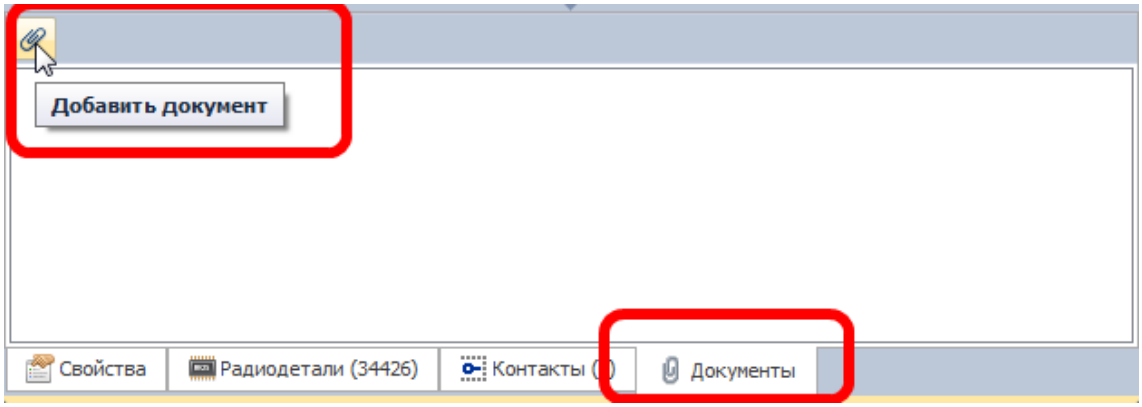

Рис. 302. Добавление файла данных
2. Нажать кнопку - «Добавить документ», см. Рис. 302.